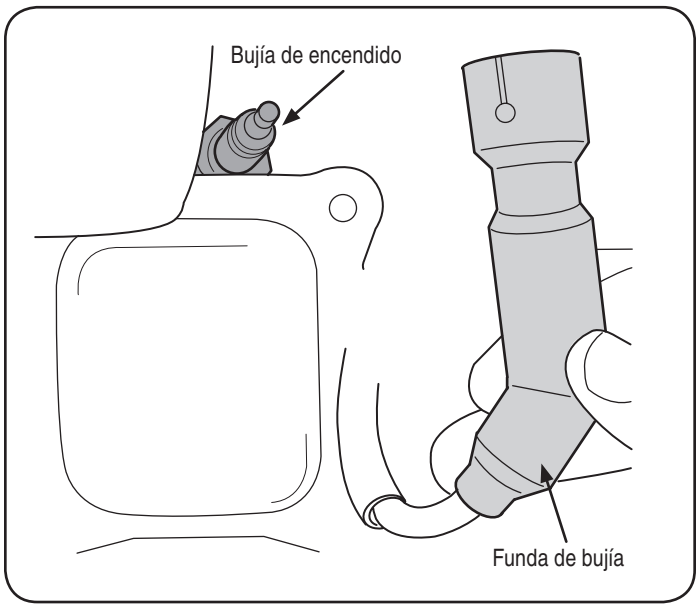

Figura 15
2. Retire la funda de la bujía y utilice una llave para bujías para extraerla, Figura 15.